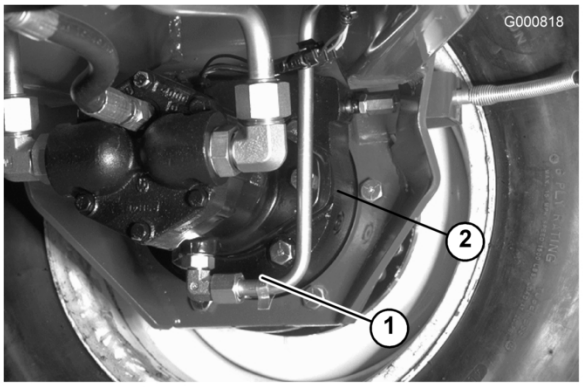

Figur 53
2. Fjern proppen på planetdrevet (Figur 52) samt kontrolproppen på bagsiden af bremsehuset (Figur 53).